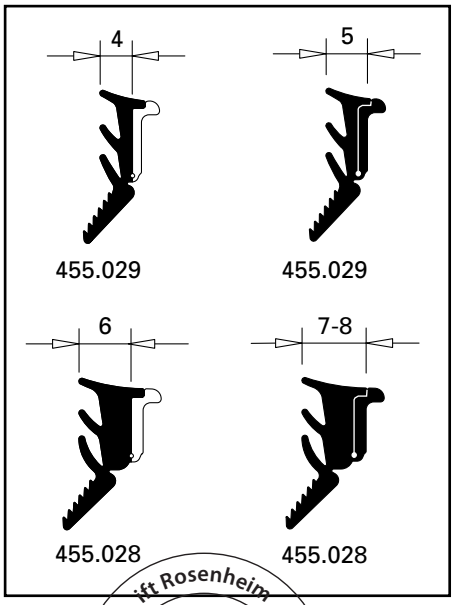

Abb. 17 / Fig. 17 / Fig. 17
- Einbaubreiten der Keildichtungen siehe Abb. 17
- Voir les largeurs des joints fig. 17.
- Refer to Fig. 17 for the installation widths of the wedge weatherstrips